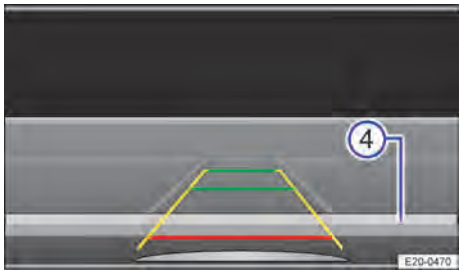

Fig. 134 Sistema de infotainment: centrar el vehículo en el hueco de aparcamiento.
6. Detenga el vehículo cuando la línea roja haya alcanzado la delimitación trasera → Fig. 134 ④.